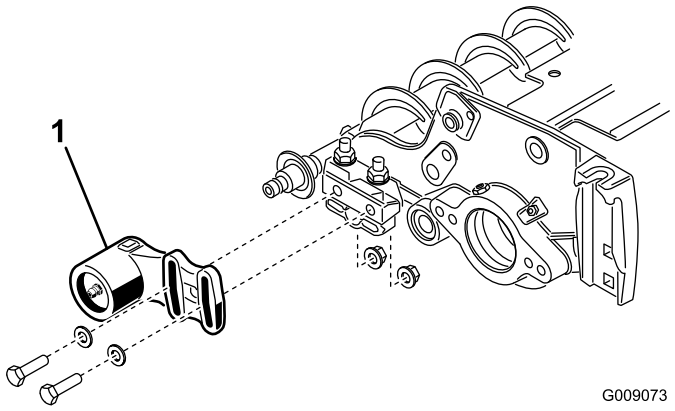
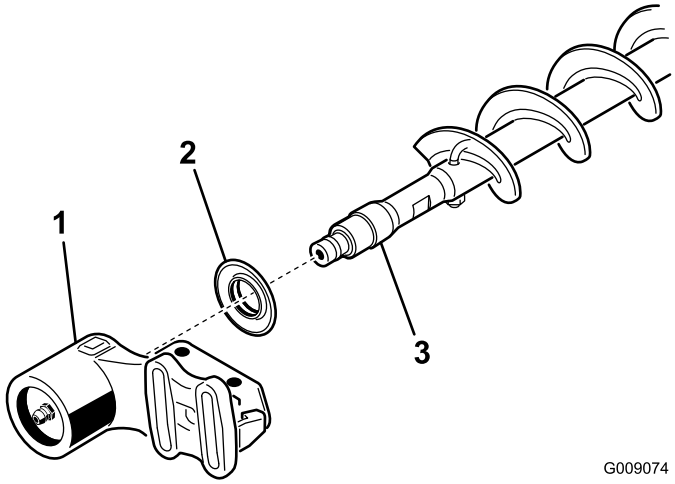

Figur 20
Figur 21
1. Om en rullborste är monterad på klippenheten tar du bort de två bultarna, brickorna och muttrarna som fäster det icke-drivande lagerhuset vid lagerhusets monteringsfäste (Figur 20 och Figur 21).
2. Dra av det icke-drivande lagerhuset och utestängningstätningen från borstaxeln (Figur 21).
9. Montera utestängningstätningen och det icke-drivande lagerhuset på borstaxeln (Figur 21).